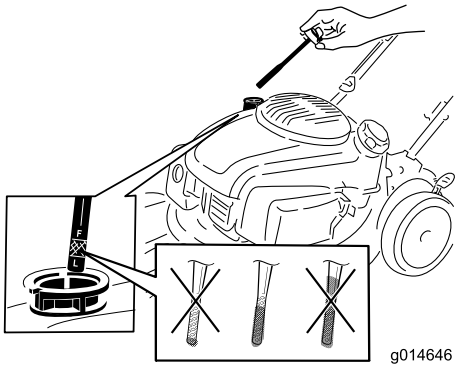

Figura 5
1. Retire la varilla (Figura 5).
2. Vierta aceite **lentamente** por el tubo de llenado hasta que el nivel de aceite llegue a la marca de Lleno de la varilla (Figura 5). **No llene demasiado.** (Capacidad máxima: 0.65 L, tipo: aceite detergente 10W-30 o SAE 30, con clasificación de servicio API, SJ, o superior.)
Nota: Cada vez que compruebe el nivel de aceite, retire la varilla y límpiela, introdúzcala en el cuello de llenado de aceite (**sin enroscarla**), luego retírela de nuevo y compruebe el nivel (Figura 5).